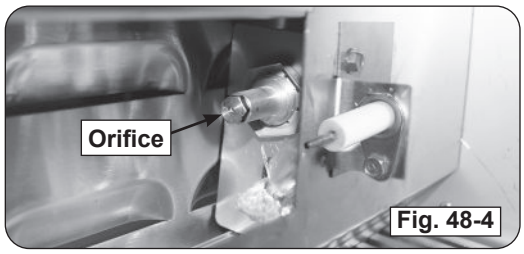

Fig. 48-4
6. Use a $^3/_8$" hex nut driver to remove the exposed orifice (Fig. 48-4). Check orifice. If needed, replace it with the correct orifice for the new gas.